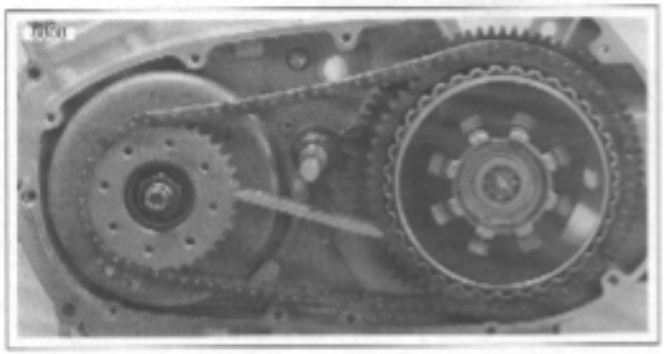

Figure 6-15. Sprocket Locking Link Tool (Part No. HD-38362)
a. See Figure 6-15. Install SPROCKET LOCKING LINK (Part No. HD-38362).